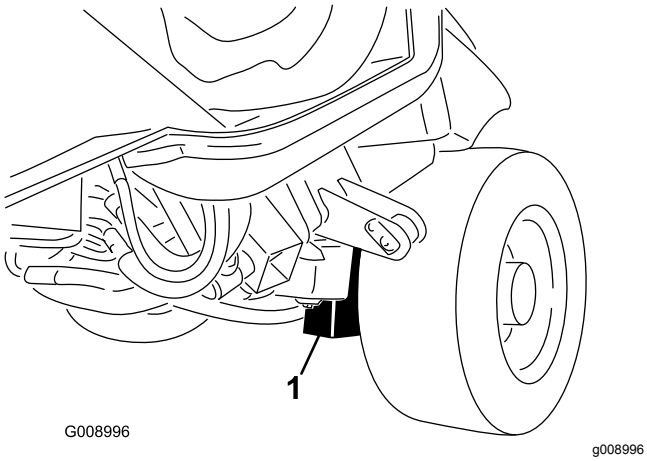

**Figur 81**
**Maskinfront** – på stellet, inde i hvert drivdæk (Figur 81)